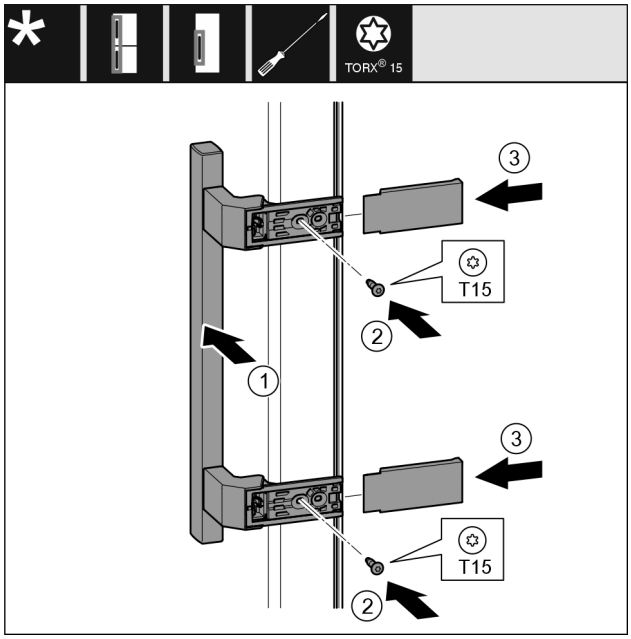

Fig. 24
- ▶ Aplicați mânerul *Fig. 24 (1)* pe partea opusă.
- ▶ Înșurubați ferm șuruburile *Fig. 24 (2)* cu șurubelnița.
- ▶ Aplicați și împingeți capacele *Fig. 24 (3)* laterale.